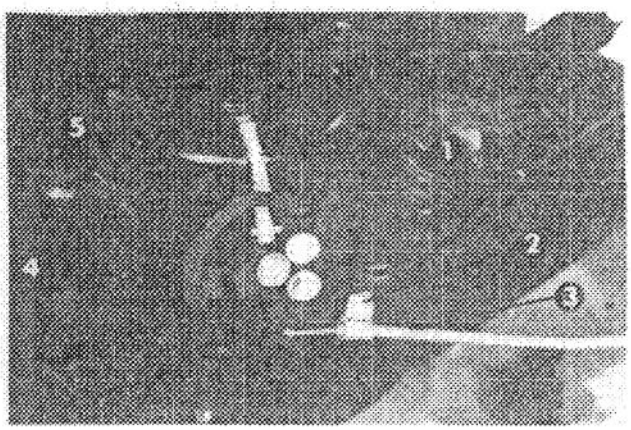

Figure 35
The recoil lockout mechanism (Fig. 35) on the left side of engine, in conjunction with the drive control, disengages the recoil starter so the engine cannot be started when drive control is in the ENGAGE position. Unless the control cable ever breaks and is replaced an adjustment should not be required.
3. Loosen cable clamp screw until control cable is free to slide (Fig. 35).
4. Pull recoil handle up slowly until interlock arm moves outward, and hold recoil in this position so arm stays out (Fig. 35).
5. Move cam lever until interlock arm contacts the "V" on inside of the cam lever (Fig. 35). Maintain cam lever and interlock arm position and release the recoil handle; then tighten cable clamp screw (Fig. 35).